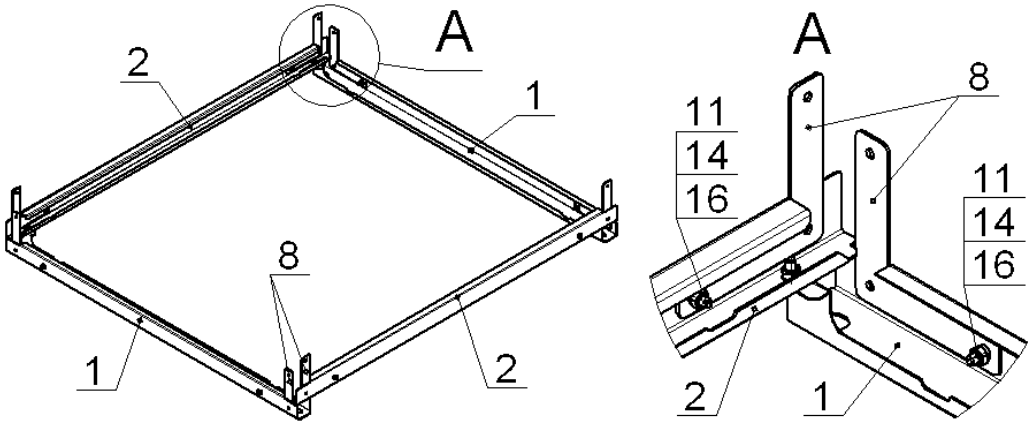

Рис.3
3. Закрепить на профилях, поз.1 и 2 угольники, поз.8, на крайние отверстия болтами М6, гайками и шайбами, поз.11, 14 и 16, как показано на рис.3. Гайки не затягивать: